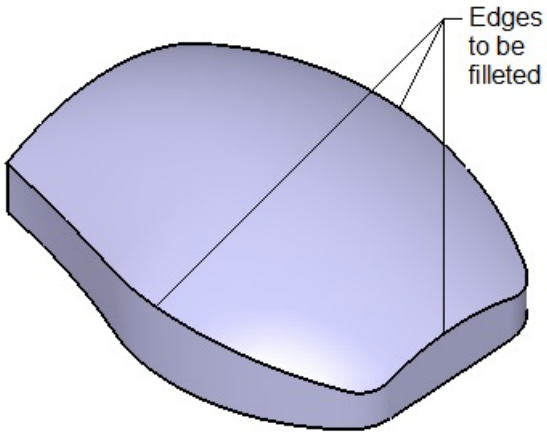
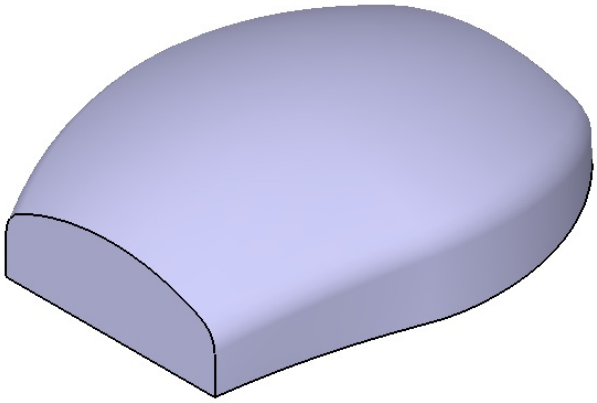

Figure 9-90 *Edges to be filleted*
Figure 9-91 *The model after filleting the selected edges*
4. The **Edge Fillet Definition** dialog box is displayed again. Now, select the edges shown in Figure 9-90 and set the value of the radius to **15** in the **Radius** spinner. Next, choose the **OK** button from the **Edge Fillet Definition** dialog box. The model after filleting the edges is shown in Figure 9-91. Exit the **Edge Fillet Definition** dialog box.